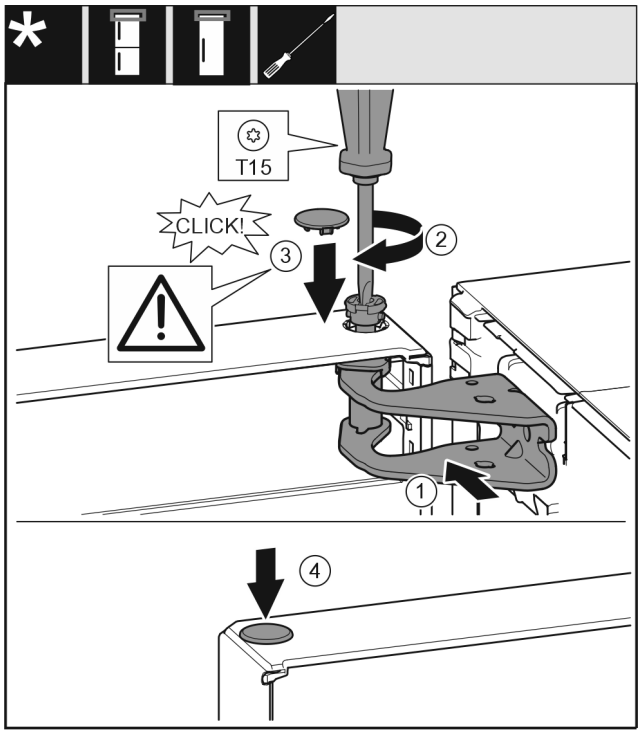

Fig. 23
- ▶ Tür oben zur Öffnung im Lagerbock *Fig. 23 (1)*ausrichten.
- ▶ Bolzen *Fig. 23 (2)* einsetzen und mit Schraubendreher festschrauben.
- ▶ Abdeckung *Fig. 23 (3)* einsetzen.
- ▶ Kontrollieren, dass die Abdeckung *Fig. 23 (3)* auf der Tür aufliegt.
- ▶ Abdeckung *Fig. 23 (4)* einsetzen.